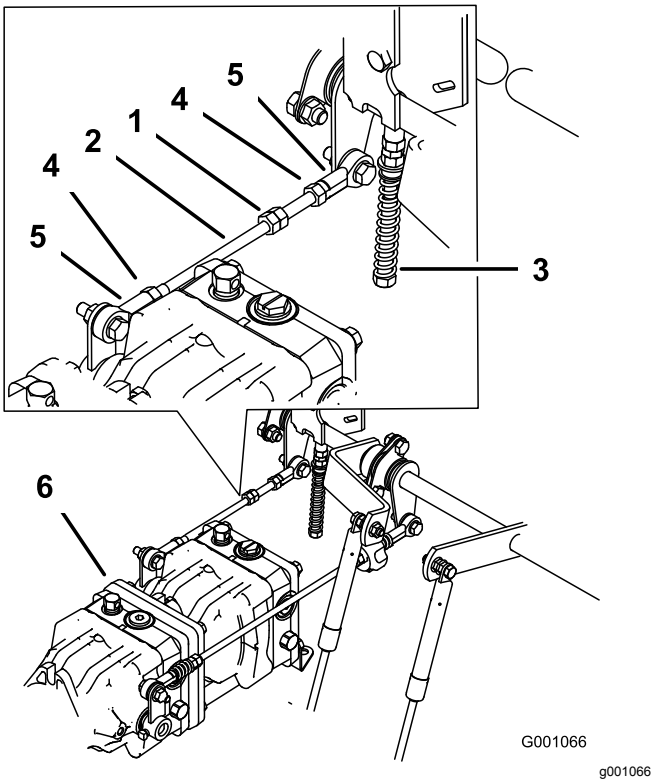

Rysunek 96
1. Odkręć przeciwnakrętki przegubów kulowych na żerdzi sterującej pompy (Rysunek 96).
3. Wyreguluj długość żerdzi pompowej, obracając podwójne nakrętki na żerdzi w odpowiednim kierunku, aż koło będzie nieruchome lub będzie lekko pełzać podczas jazdy do tyłu (Rysunek 96).
6. Dokręć przeciwnakrętki na przegubach kulowych (Rysunek 96).